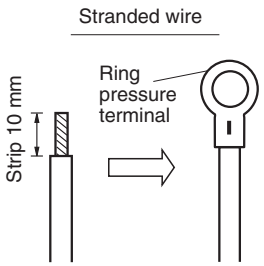
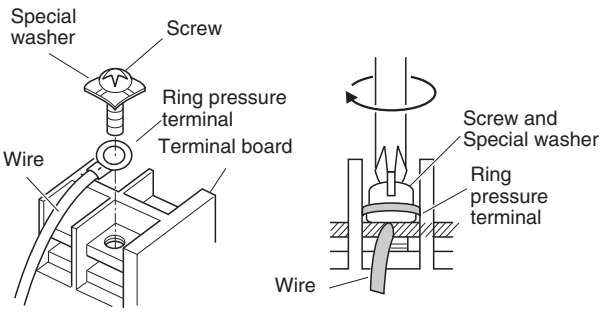

Fig. 4-7
Fig. 4-8
(1) Cut the wire end with cutting pliers, then strip the insulation to expose the stranded wiring about 10 mm and tightly twist the wire ends. (Fig. 4-7)
(2) Using a Phillips head screwdriver, remove the terminal screw(s) on the terminal board.
(3) Using a ring connector fastener or pliers, securely clamp each stripped wire end with a ring pressure terminal.
(4) Place the ring pressure terminal, and replace and tighten the removed terminal screw using a screwdriver. (Fig. 4-8)